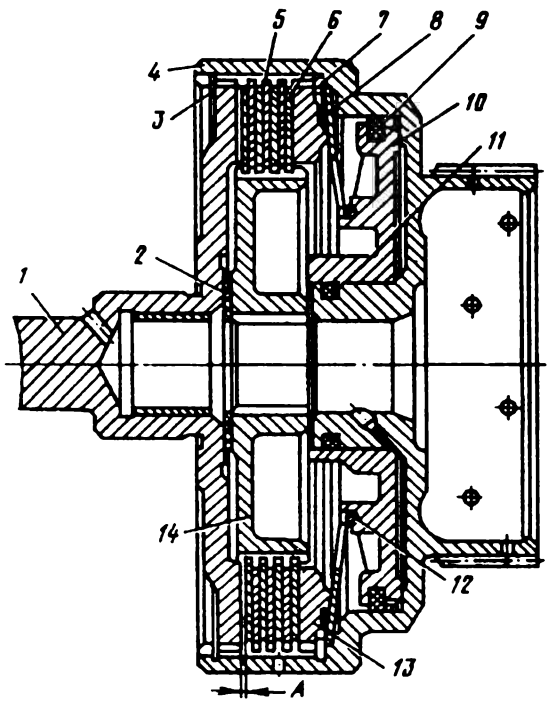

Рис. 100. Первое сцепление:
1. Снимите стопорное кольцо *3* (рис. 100).
При сборке с помощью приспособления 24-У-106428 подберите пакет последовательно чередующихся трех стальных дисков и четырех дисков с металлокерамической накладкой, чтобы осевой зазор „А" (рис. 100) в сцеплении (расстояние от края бурта барабана, в который упирается ведущий вал, до крайнего диска) был равен 0,5—0,8 мм. Обеспечьте указанный зазор подбором ведомых дисков с металлокерамической накладкой, которые имеют толщину 1,5; 1,7 и 2 мм.